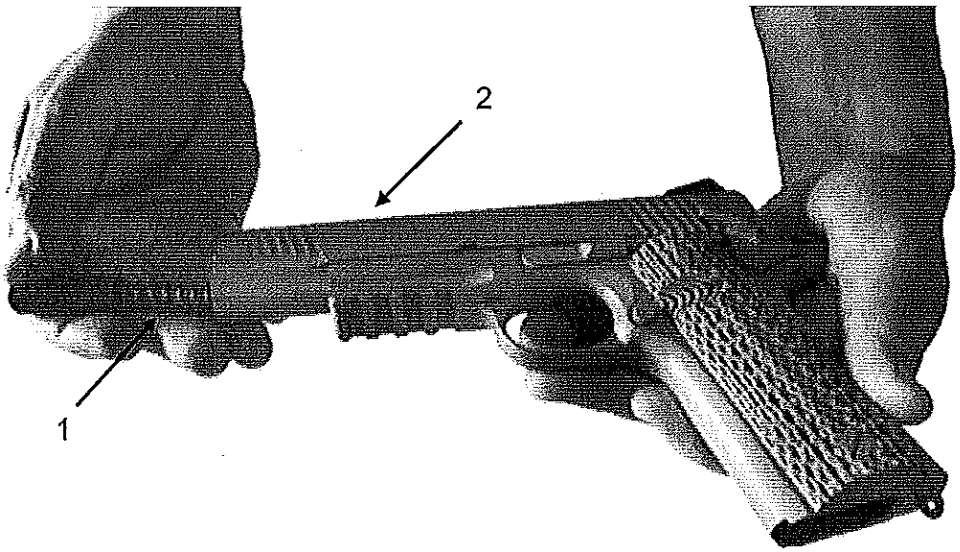

Figure A-10. Remove Recoil Springs.
5. Remove the recoil springs (see fig. A-10, item 1) from the slide assembly (see fig. A-10, item 2). Separate the recoil springs.